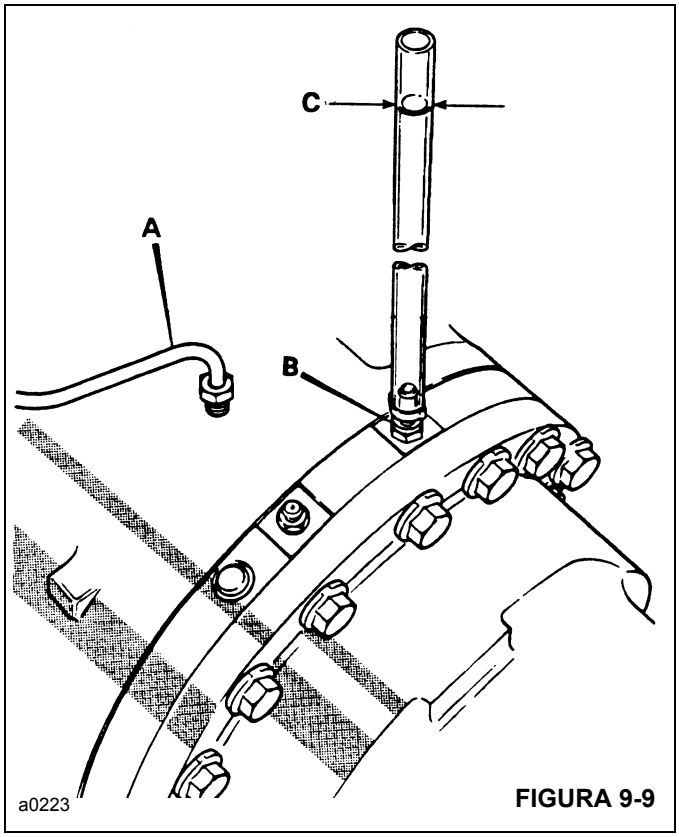

FIGURA 9-9
a. Instale un adaptador con un trozo de tubo transparente de aproximadamente 120 mm (4.75 pulg) de largo a la lumbrera de émbolo de freno **B** (Figura 9-9).